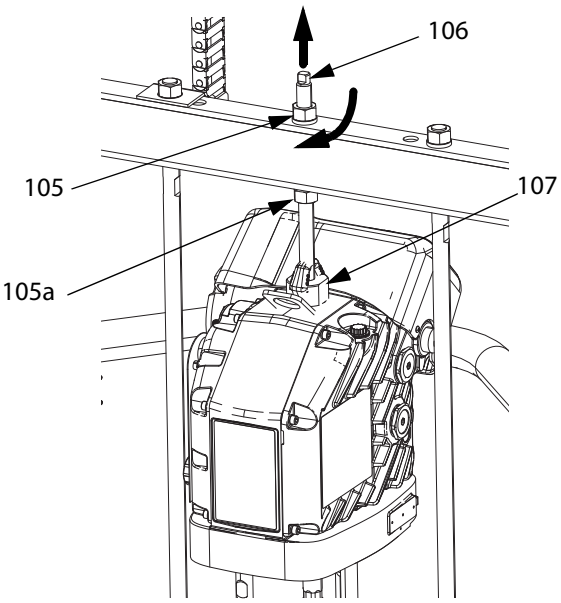

Rys. 36
1. Na płycie dociskowej (AD) umieścić pompę (AC). Postępować zgodnie z czynnościami opisanymi w punkcie **Podłączanie płyty dociskowej** na stronie 45.
3. Podłączenie agregatu (AB):
a. Aby opuścić agregat (AB) na pompę wyporową (AC), użyć klucza do nakrętki (105) znajdującej się w górnej części poprzeczki nurnika. Patrz RYS. 36 na stronie 46. Nałożyć nakrętkę (105) i dokręcić pod poprzeczką nurnika. Nakrętkę (105) dokręcić pod poprzeczką, stosując maks. moment wynoszący 34 N•m(25 ft-lb).